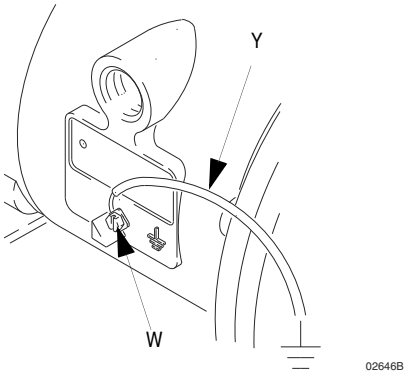

FIG. 1
- *Pump*: Connect a ground wire and clamp as shown in Fig. 1. Loosen the grounding screw (W). Insert one end of a 12 ga (1.5 mm²) minimum ground wire (Y) behind the grounding screw and tighten the screw securely. Connect the clamp end of the ground wire to a true earth ground. Order Part No. 400-295 Ground Wire and Clamp.